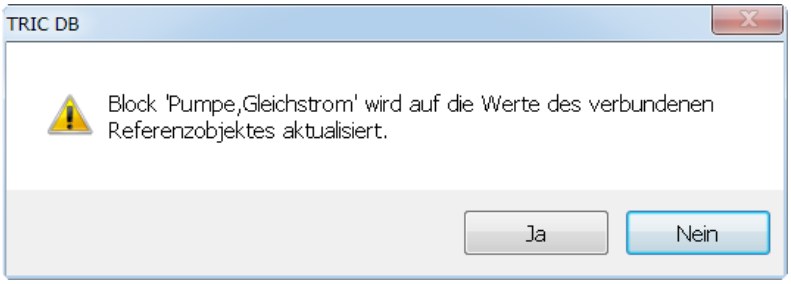

Bild 29.9 – Sicherheitsabfrage für die Referenzänderung
- Bestätigen Sie auch die anderen Dialogfelder mit *OK*. Bejahen Sie die Sicherheitsabfrage (Abb. 29.9).